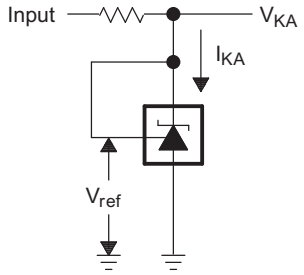

**図 17. $V_{KA} = V_{ref}$のテスト回路**
| $V_{REF}$ | リファレンス電圧 | 図 17を参照 | $V_{KA}$ = $V_{ref}$、$I_{KA}$ = 1mA | ATL43xLIAx | 2475 | 2500 | 2525 | mV |
| $V_{I(dev)}$ | 全温度範囲にわたるリファレンス入力電圧の偏差 (1) | 図 17を参照 | $V_{KA}$ = $V_{ref}$、$I_{KA}$ = 1mA | ATL43xLIxI | | 6 | 17 | mV |
| $I_{min}$ | レギュレーションのための最小カソード電流 | 図 17を参照 | $V_{KA}$ = $V_{ref}$ | | | 65 | 80 | µA |
| $\|Z_{KA}\|$ | ダイナミック・インピーダンス (2) | 図 17を参照 | $V_{KA}$ = $V_{ref}$、$I_{KA}$ = 1mA ~ 15mA | | | 0.3 | 0.65 | Ω |
(1) 偏差パラメータ$V_{I(dev)}$および$I_{I(dev)}$は、定格温度範囲にわたって得られた最大値と最小値の差と定義します。$V_{I(dev)}$の詳細および平均温度係数との関係については、パラメータ測定情報を参照してください。
(2) ダイナミック・インピーダンスは、$|Z_{KA}| = \Delta V_{KA}/\Delta I_{KA}$と定義します。$|Z_{KA}|$の詳細および$V_{out}$との関係については、パラメータ測定情報を参照してください。